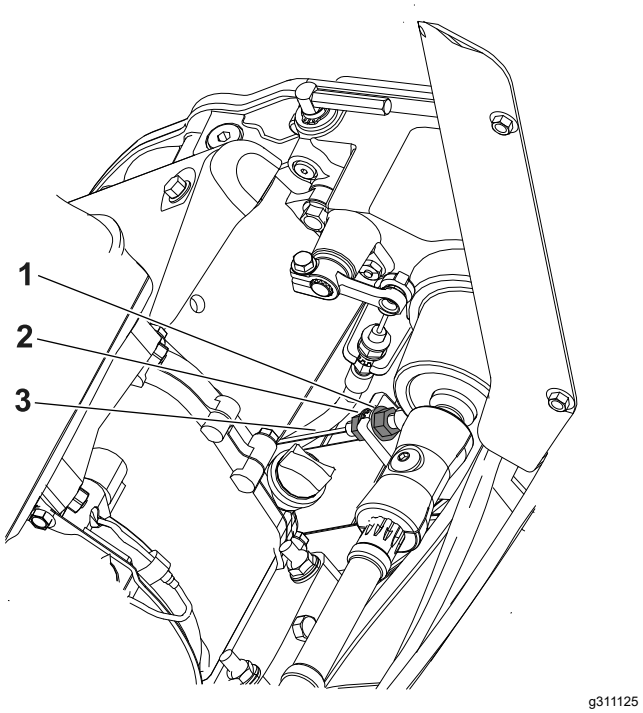

Figura 34
2. Allentate il controdado posteriore e serrate quello anteriore (Figura 34).